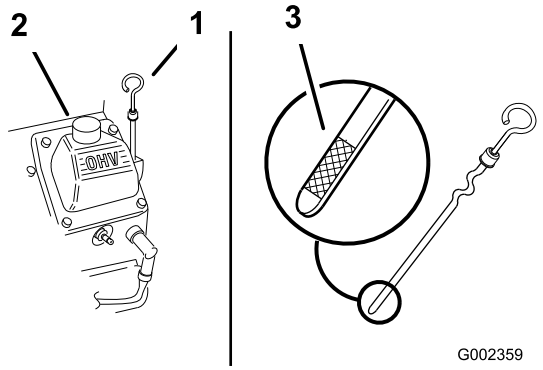

**Figur 16**
2. Rengør området omkring målepinden (Figur 16), så der ikke trænger snavs ned i påfyldningshullet og beskadiger motoren.
3. Fjern målepinden, tør den af, og sæt den tilbage igen så den sidder helt i bund (Figur 16).
Oliestanden bør nå op til "Full"-mærket på målepindens metalende (Figur 16).
5. Hvis olieniveauet er under "Full"-mærket, skal du fjerne påfyldningsrørets dæksel (Figur 16) og fylde olie på, indtil niveauet når "Full"-mærket på målepinden. **Fyld ikke for meget på.**